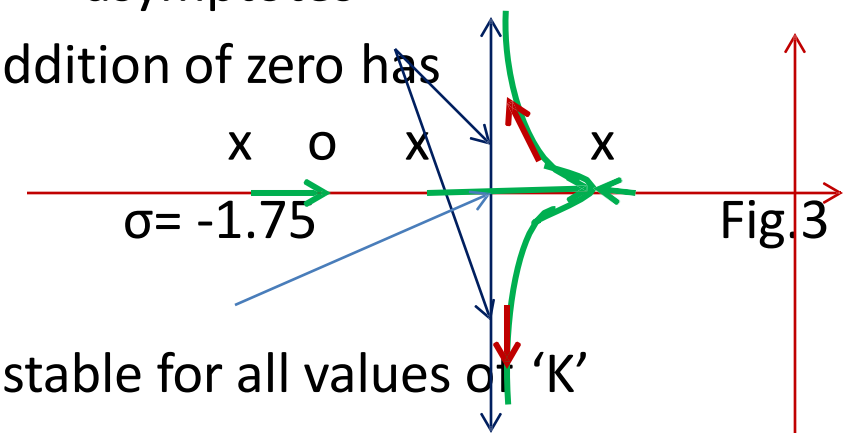

Fig.3
4. Shifting zero location from S= -4 to -2.5 has moved centroid from -1 to -1.75 thereby shifting the starting point of asymptotes to further away from the Imaginary axis of the S-plane. In Fig.2 the breakaway point is to the left of σ; in Fig.3 it is to the right of σ.